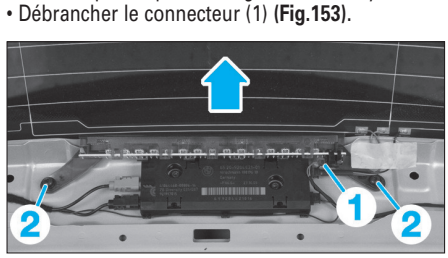

Fig. 153
• Débrancher le connecteur (1) **(Fig.153)**.